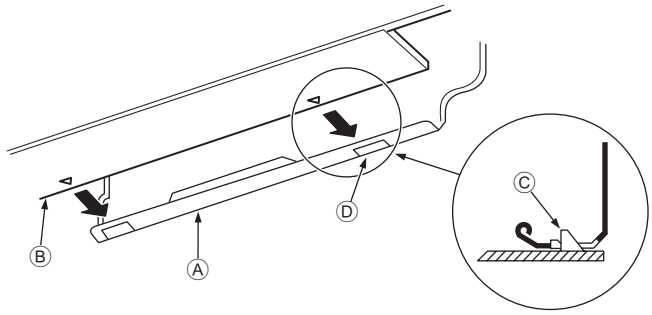

Fig. 3-15
3. Hängen Sie den oberen Teil der Innenanlage an die Montageplatte ①, während Sie die Kältemittelleitung und das Abflussrohr in die Wandöffnung (Tülle) einführen.
5. Befestigen Sie die Innenanlage, indem Sie sie gegen die Montageplatte ① drücken. (Fig. 3-15)
* Vergewissern Sie sich, dass die Knöpfe unten an der Innenanlage sicher in die Montageplatte ① eingehängt sind.